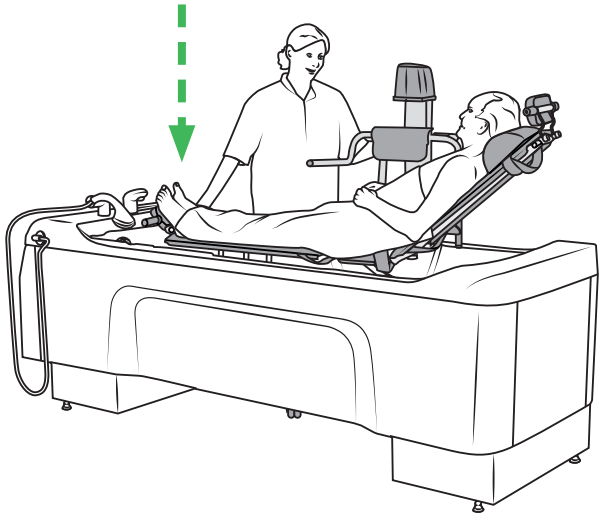

Afbeelding 43
9. Stel de badliftwagen af op een ergonomisch verantwoorde werkhoogte. Zie Afbeelding 43.